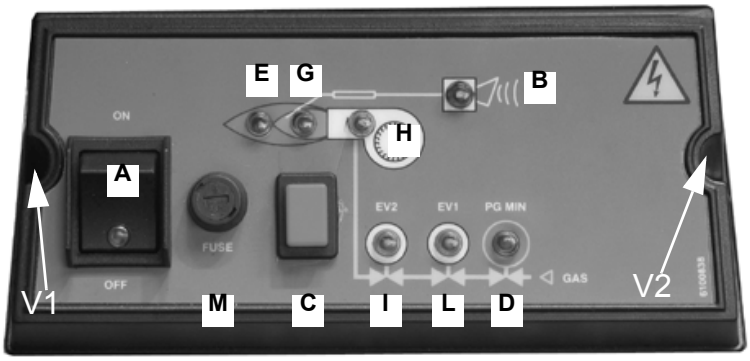

Fig. 40 - Pannello di controllo del bruciatore
**Legenda** Fig. 40
- Portare in posizione ON l'interruttore **A** sul pannello di controllo del bruciatore (Fig. 40).